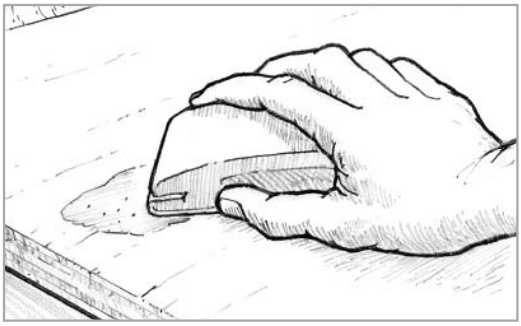

Figure 8-16 *Sand the fairing material to blend with the surrounding contour.*
6. Sand the fairing material to blend with the surrounding contour *(Figure 8-16)*. Begin with 50-grit sandpaper if you have a lot of fairing material to remove. Use 80-grit paper on the appropriate sanding block when you are close to the final contour.